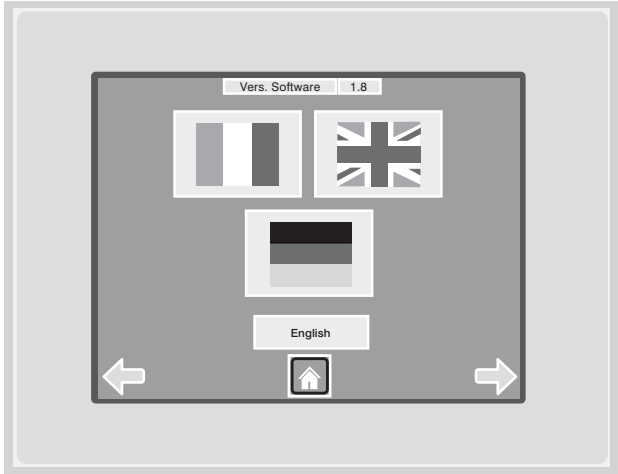

figure 30
- Choice of langage (Figure 30)